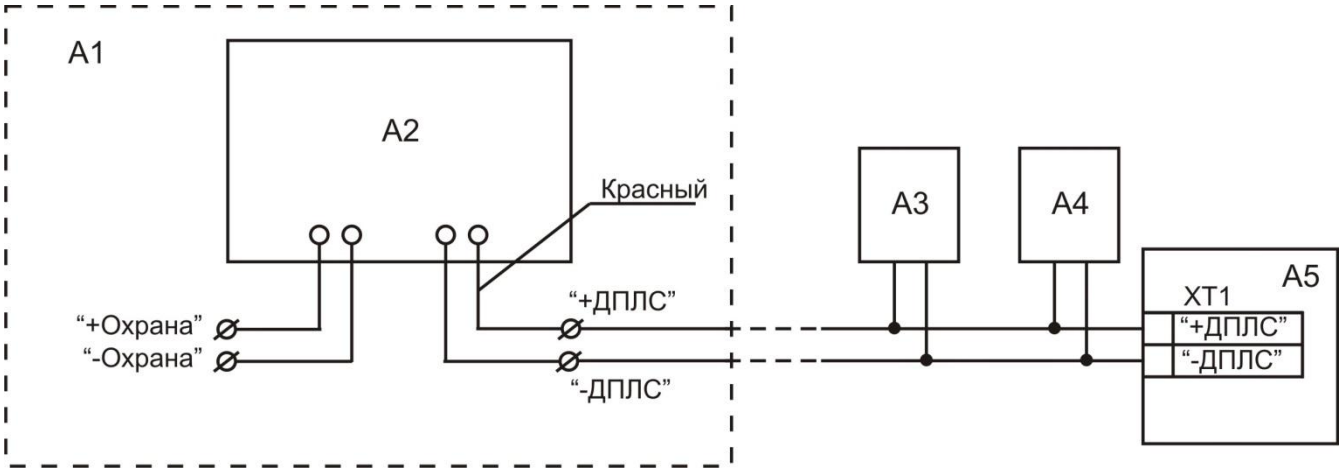

Рис.6.8
6.2.6.1 Подключение извещателя Призма к ППК следует производить по рис. 6.8., где А1-извещатель Призма; А2- «С2000-АР1»; КЦ «Охрана» нормально замкнутая; А3, А4-адресные устройства; А5-контроллер «С2000-КДЛ».